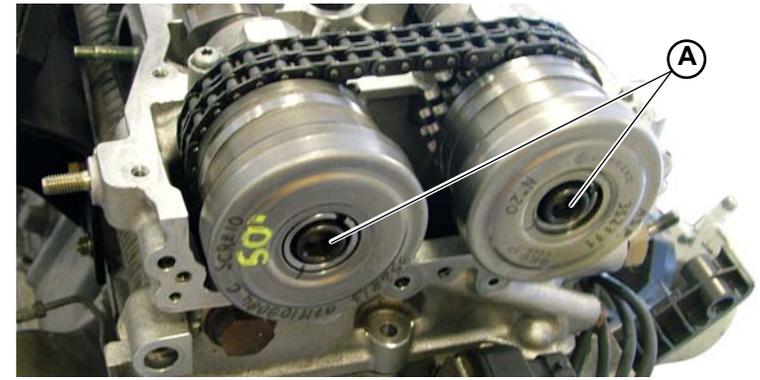

Fig.3
1. Loosen the bolts of the variable valve timing mechanisms (**A-Fig.3**).